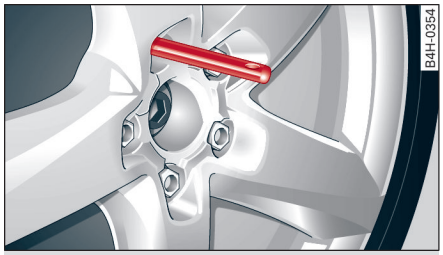

图 230 车轮：最上面的孔内的定位销
▶ 用手将定位销（随车工具）拧入露出的螺纹孔内 ⇨ *图 230*。